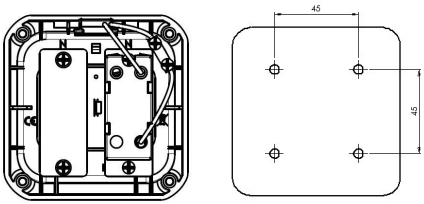

Fig 2.
4. The fixing centres for mounting the box are shown in Fig 2. Use a suitable drill / wall plug for the surface on which you are mounting your Easy Seal enclosure and use No.8 countersunk screws (not supplied) to secure the back box through the 4 corner holes.